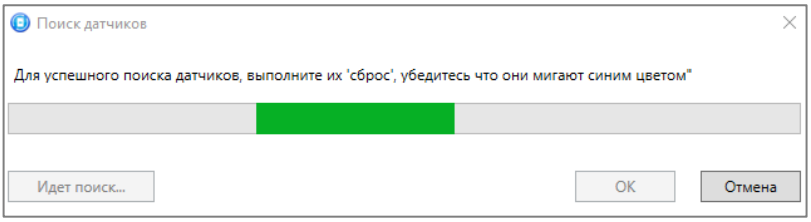

Рисунок 4.43 — Поиск радиоустройства
3. После нажатия кнопки *ОК* начнется поиск радиоустройства контроллером (см. рисунок 4.43). Чтобы устройство было найдено контроллером, его следует перевести в режим связывания (выполнить «сброс»).